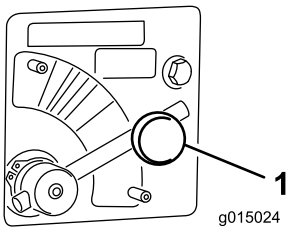

**Figur 33**
1. Løsn grebet, der holder armen til spinderventilen fast (Figur 33).
2. Roter armen til spinderventilen til den ønskede farve (Figur 33).
Flyt armen til spinderventilen til den **BLÅ** del (MAKSIMAL HASTIGHED) (Figur 33). Når armen er drejet så langt som muligt med uret, bør den stå vandret.